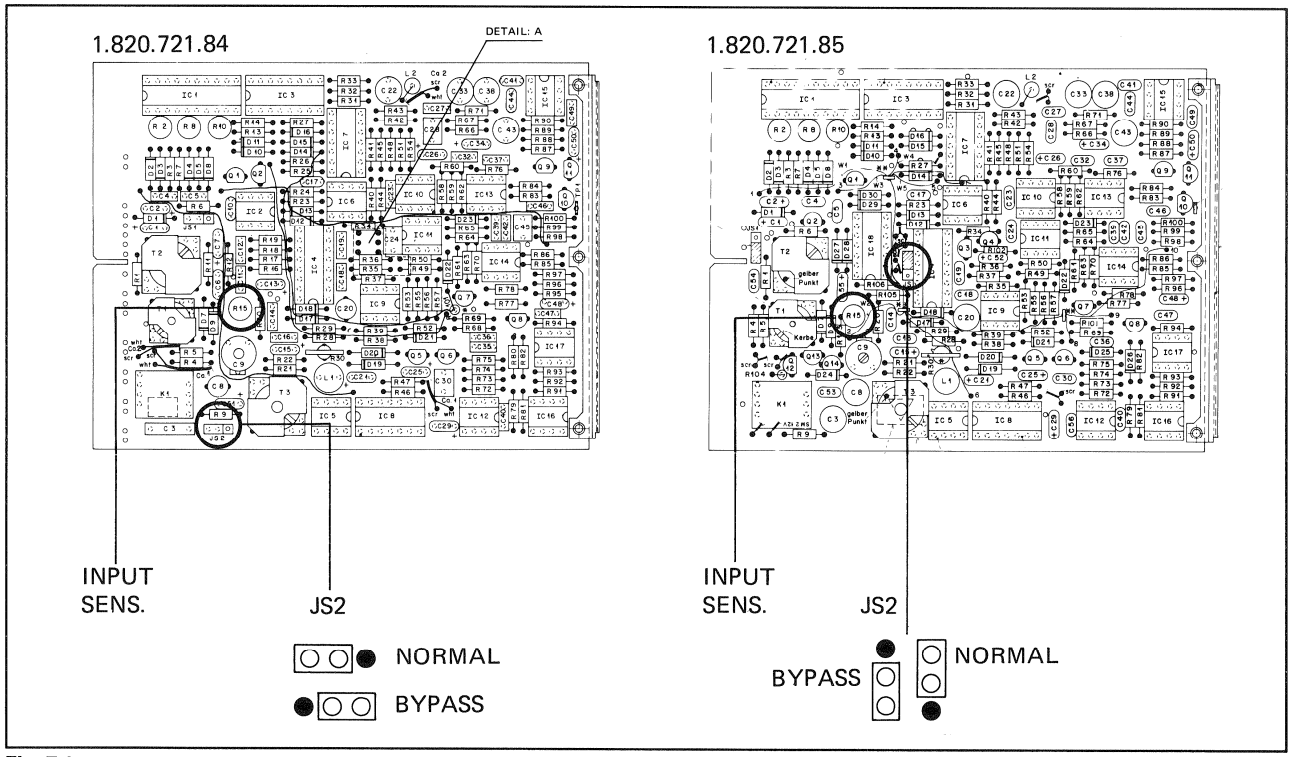

Fig. 7.1
- Remove the CODE DELAY UNIT, set the jumper JS2 to the BYPASS position (if not already there, see Fig. 7.1).